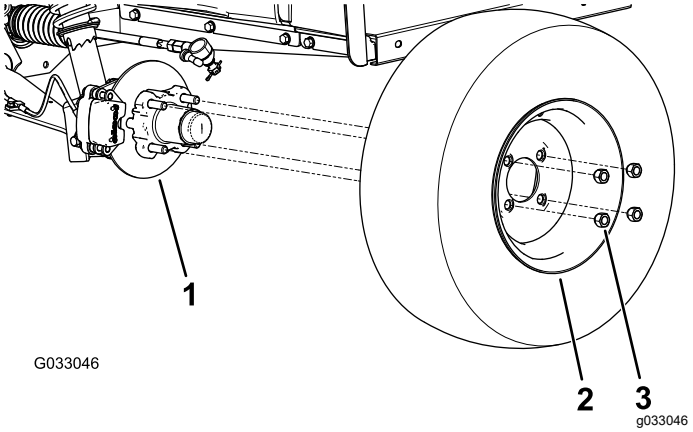

Figur 25
2. Ta bort de fyra hjulmuttrar som håller fast hjulet vid navet (Figur 25).
4. Rikta in hålen i hjulet med tapparna i navet, och montera hjulet på navet med ventilskaftet utåt (Figur 25).
5. Fäst hjulet vid navet med hjulmuttrarna (Figur 25).